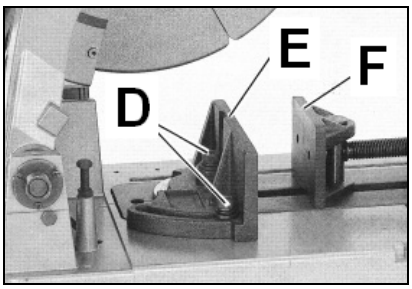

Fig 4
Afin d'augmenter la capacité de serrage, il est possible de fixer le mors de serrage (E, Fig 4) dans différentes positions.
Desserrer les vis (D, Fig 4) et positionner le mors de l'étau (E) dans la position d'onglet désirée.